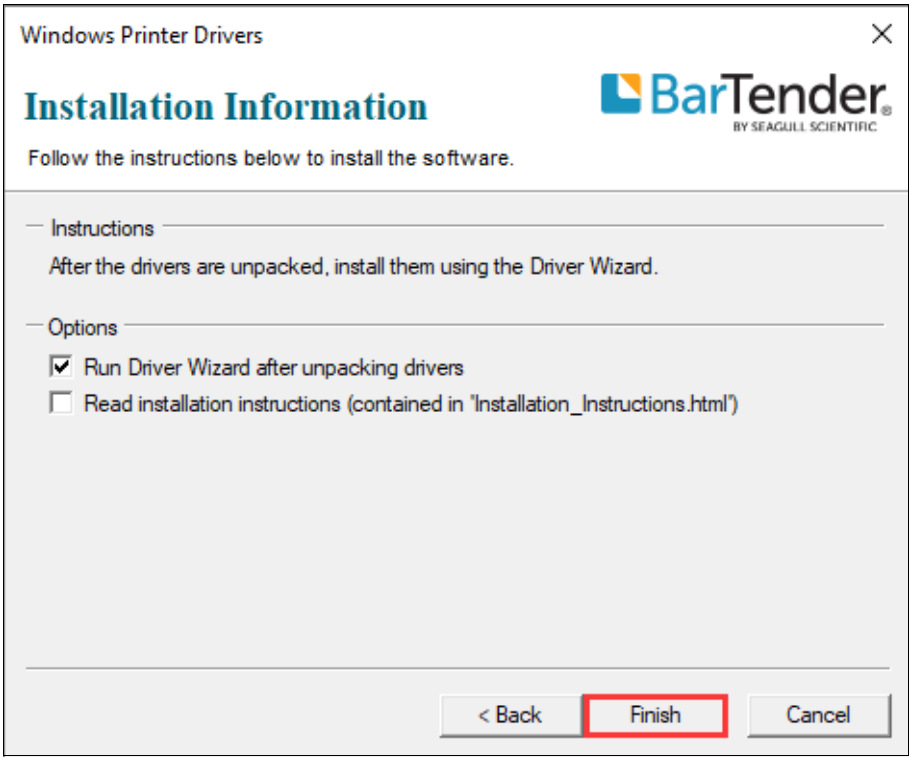

Figure 2-29 Installation Information Screen
5. On the "Installation Information" screen, check the box that says "Run Driver Wizard after unpacking drivers", then click "Finish", as shown in Figure 2-29.